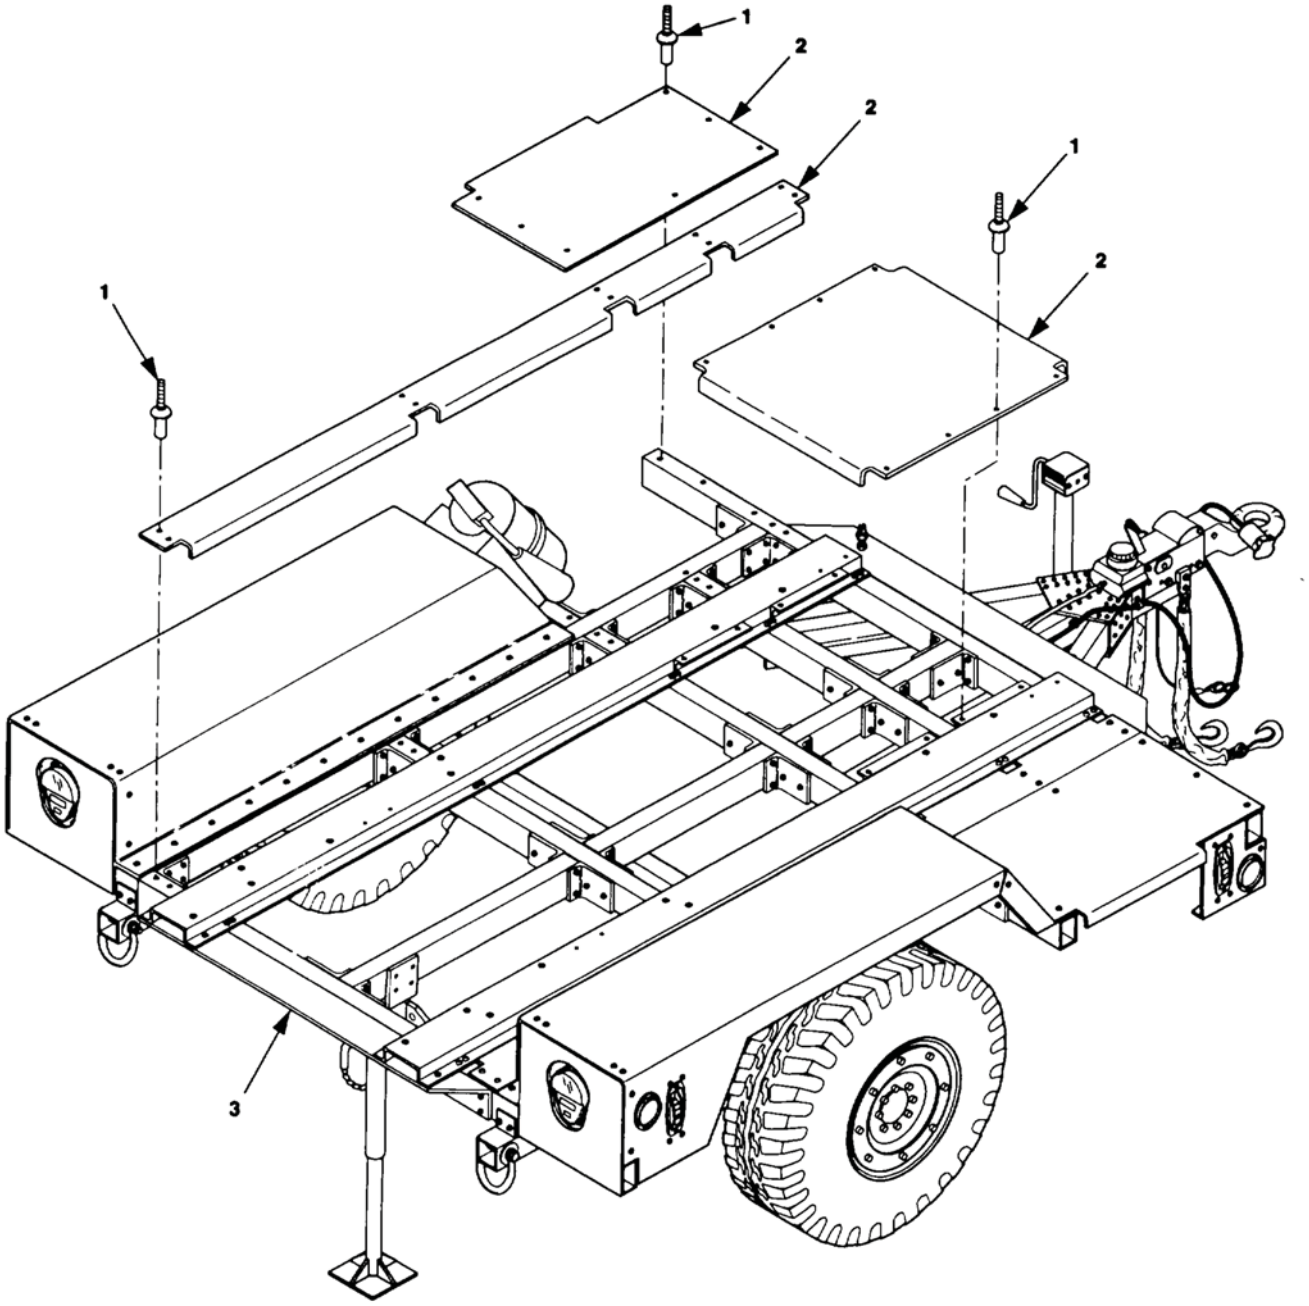

Figure 1. PU-798A and PU-799A Floor Replacement (LTT Trailer).
a. Remove rivets (Figure 1, Item 1) and floor sections (2) from trailer chassis (3), using ¼ in drill.
a. Place floor section (Figure 1, Item 2) on trailer chassis (3) and secure with rivets (1).